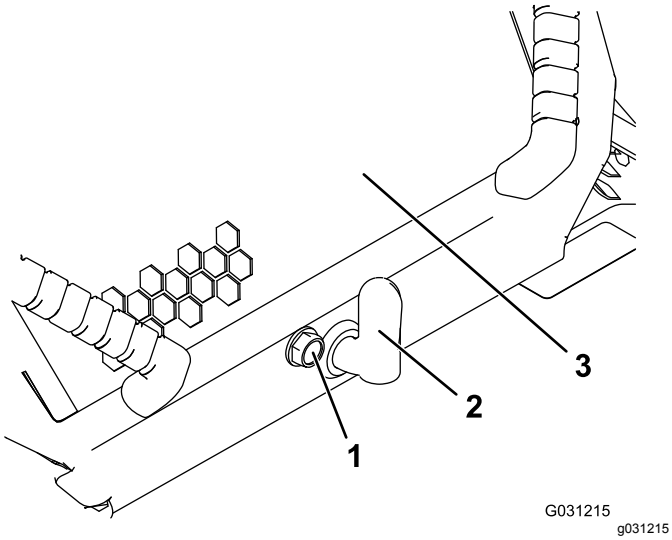

**Figuur 32**
1. Draai de vergrendelschroef van de motorkap los (Figuur 32)
2. Draai de motorhendel rechtsom (Figuur 32).
3. Til de handgrepen op en klap de motorkap omhoog (Figuur 32).
3. Draai de vergrendelschroef van de motorkap vast om de hendel te vergrendelen (Figuur 32).